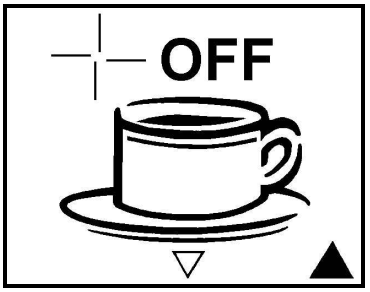

Rys. 11
2. Prosze nacisnąć lewą część przycisku (13), aby wyłączyć mikser ("off"), patrz rys. 11.